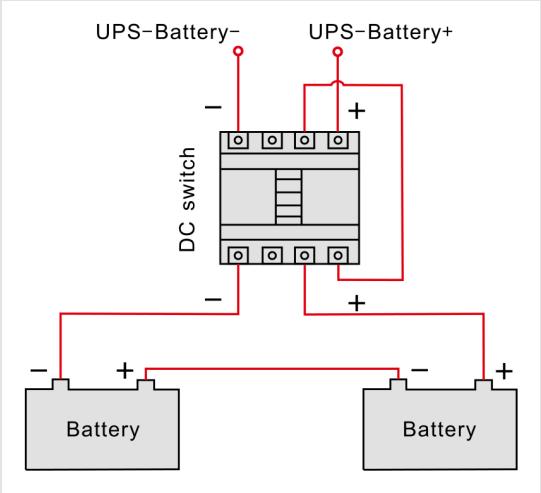

FIGURE 4-54 Battery wiring through the external DC switch: UPS battery – and + to the two battery strings
7. Check the battery polarity and wire the external battery switch as in Figure 4-54.
Battery wiring. Connect the battery + and − cables to the battery bus bars, through the external battery switch (a 3-pole DC disconnect, Figure 4-54). Check the polarity with a voltmeter before you connect, and tighten all terminals.